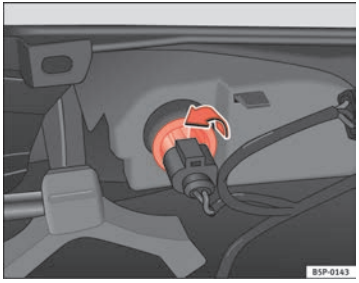

Fig. 196 Lamp on interior side of bumper
– Rotate the lamp holder to the left, and remove it in the direction of the arrow ⇒ fig. 196.